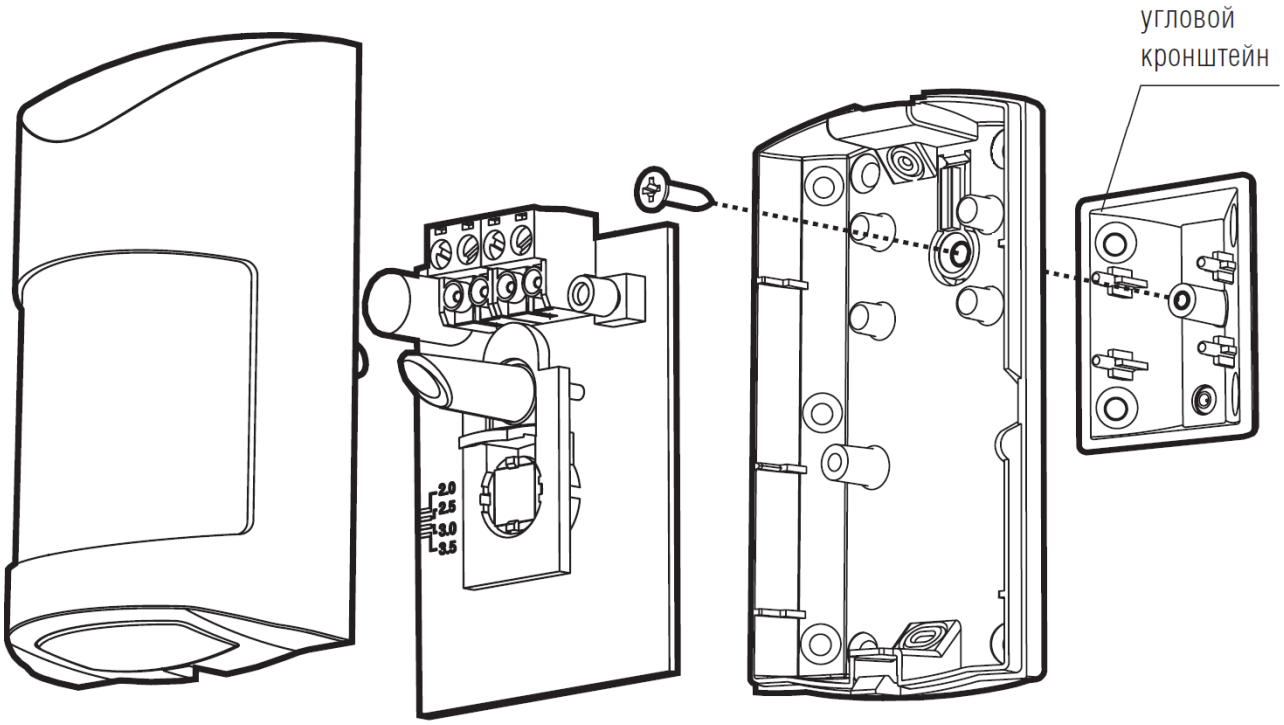

Рисунок 6.5
- извлечь печатную плату, открутив фиксирующий шуруп (см. Рисунок 6.5);